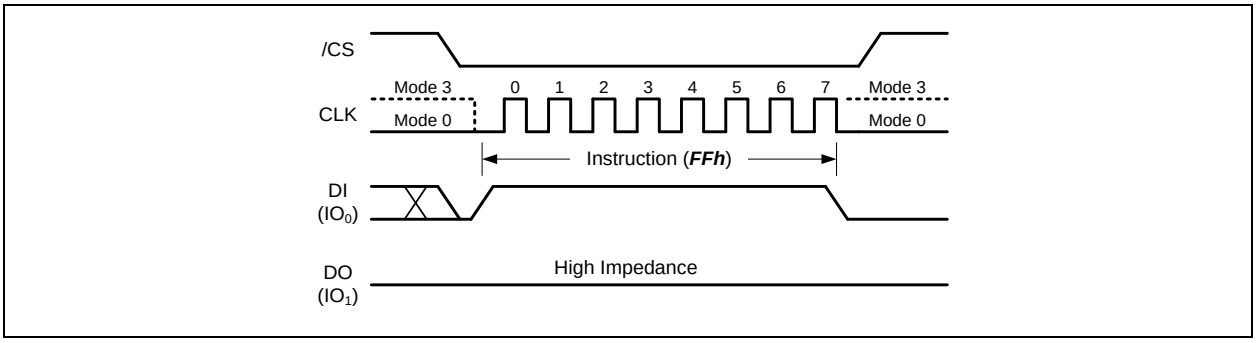

Figure 7. Device Reset Instruction
The Device Reset instruction (Figure 7) resets the W25N01GV die to its default power on state. The Device Reset instruction is entered by driving /CS low, shifting the instruction code "FFh" into the Data Input (DI) pin on the rising edge of CLK, and then driving /CS high. Once the Reset command is accepted, the W25N01GV die will take approximately tRST to reset. The reset period depends on the current operation being performed and tRST can be from 5us to 500us. During this period, no command will be accepted.